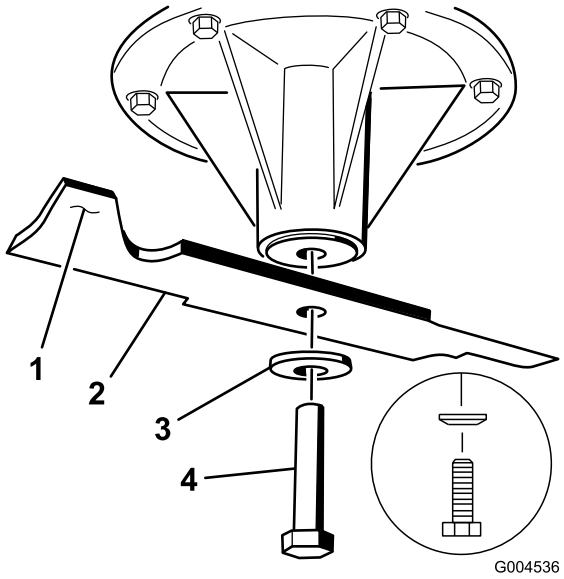

Figura 57
2. Para plataformas de corte de 48 pulgadas, retire el perno de la cuchilla, la arandela curva y la cuchilla del eje (Figura 57).
3. Si la cuchilla se mantiene horizontal, está equilibrada y puede utilizarse. Si la cuchilla no está equilibrada, rebaje algo el metal en la parte de la vela solamente (Figura 57)
1. Instale la cuchilla en el eje (Figura 57).
Importante: La vela de la cuchilla debe apuntar hacia arriba y hacia el interior del cortacésped para asegurar un corte correcto (Figura 57).
2. En plataformas de corte de 48 pulgadas, instale la cuchilla, la arandela curva y el perno de la cuchilla (Figura 57).